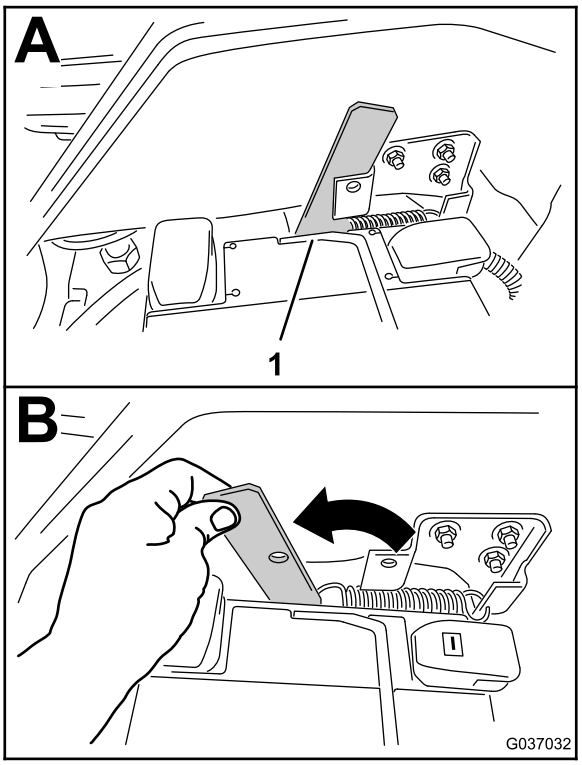

Figura 3
3. Mova a pega para a frente para destrancar a plataforma do chassis da máquina (Figura 3).